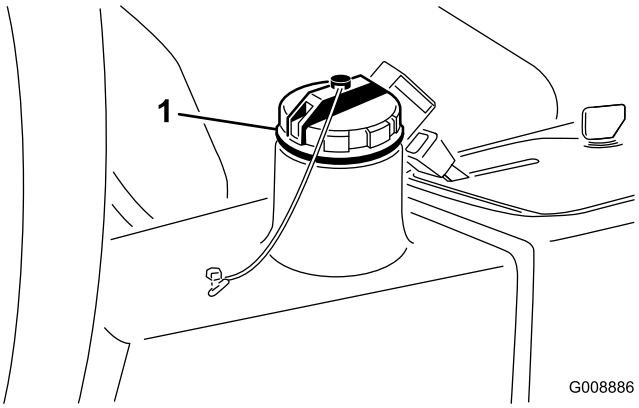

Figur 60
3. Fyll tanken (Figur 60) med ca 13,2 liter hydraulvätska; se Kontrollera hydraulsystemet.